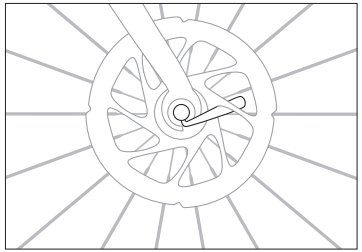

Figure 2.4
2. Serrez le blocage rapide en confirmant que l'axe est bien positionné dans les pattes et qu'il est fermé. Si le blocage rapide n'est pas correctement fermé (aligné sur la base arrière), le levier pourrait se prendre dans le disque (Figure 2.4).